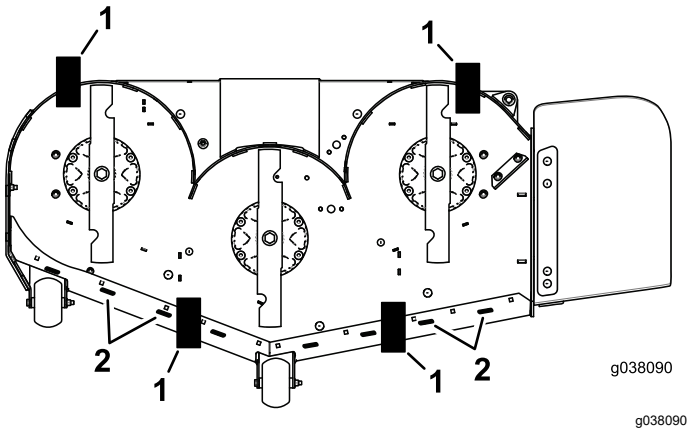

Figuur 83
9. Plaats 2 blokjes (zie onderstaande tabel) onder de achterste rand van de maaikast; 1 blokje aan elke kant van het maaidek (Figuur 83).